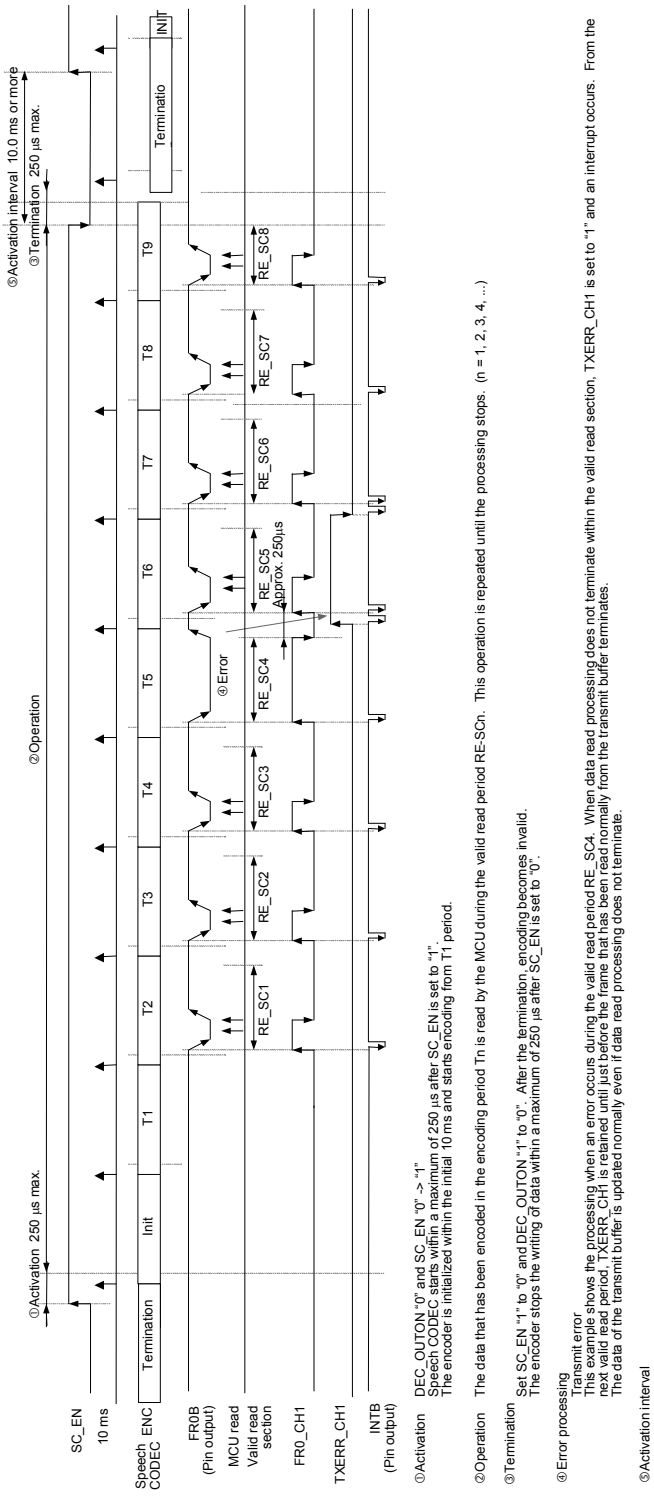

Figure 14 G.729.A Transmit Buffer Control Method at Single-Channel Operation (10 ms/frame mode)
Figures 14 to 17 show the transmit buffer control methods at single-channel operation.
① G.729.A operation (before switching)
Operates according to the contents described in ② Operation and ④ Error processing in Figure 14 G.729.A transmit buffer control method at single-channel operation (10 ms/frame mode).
② Switching processing
③ G.729.A operation (after switching)
Operates according to the contents that are described in ②Operation and ④Error processing in Figure 14 G.729.A transmit buffer control method at single-channel operation (10 ms frame mode).